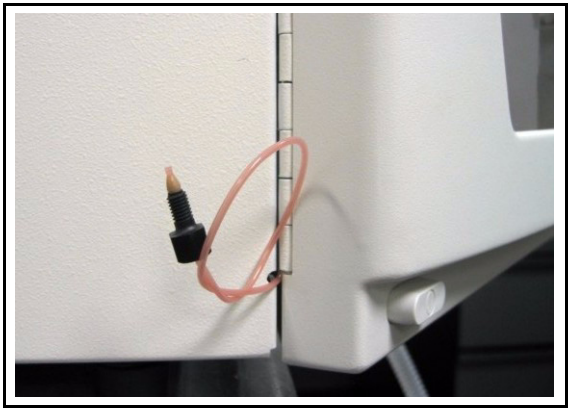

Figure B-37. Second AS Installation: Needle Seal Line Routed Out the Left Side of the AS
5. Route the needle seal line out the AS compartment through the slot on the left side (see Figure B-37). Verify that the tubing is not pinched when the door is closed.